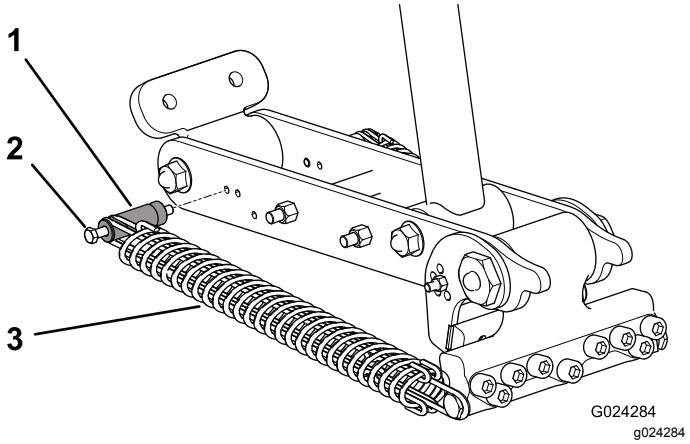
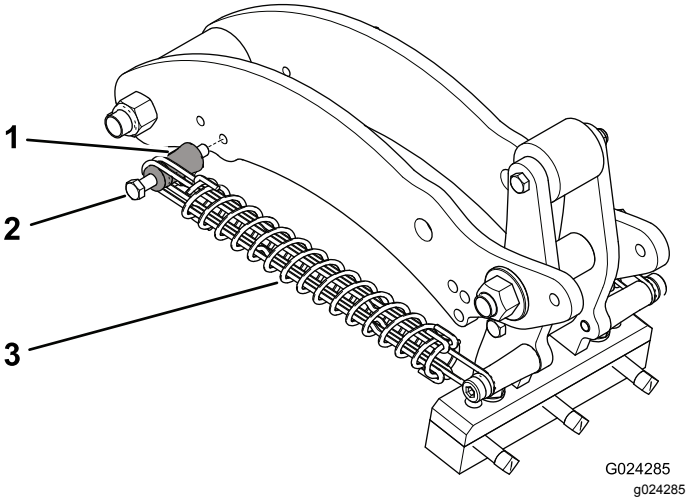

**Figur 41**
**Figur 42**
4. Fjern mutteren som fester bolten for fjærmonteringsposten til forbindelsesarmen (Figur 41 eller Figur 42).
sett disse inn igjen i det andre justeringshullet (Figur 41 eller Figur 42).